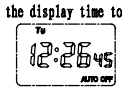

Figure 8
6.2.2.2 Press "MD" to adjust the current time. Press "◁" to select the adjusted position and pre "△" and "▽" to plus and minus, so as to adjust the display time to the current time, see Figure 8.